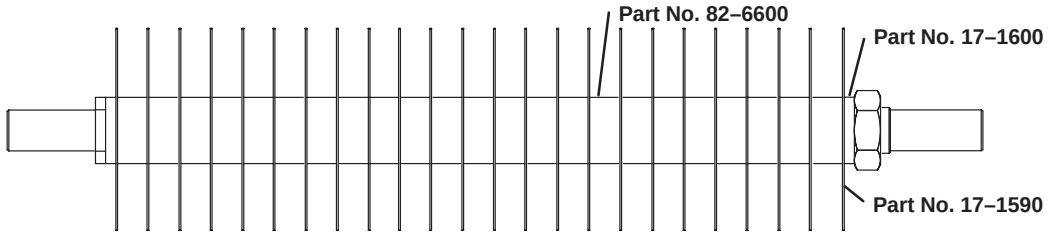

Figure 16
3/4" Spacing, (Standard) – Includes (24) Blades (part no.17–1590) (2) 1/4" Thick Spacers (part no.17–1600) (23) 3/4" Thick Spacers (82–6600) (Fig. 16).